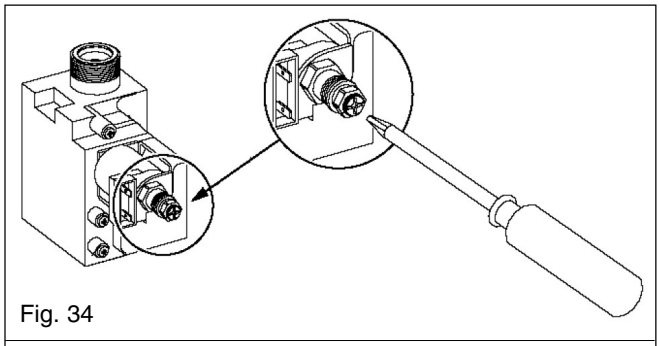

Fig. 34
7.3.2 SETTING THE MIMIMUM BURNER PRESSURE fig. 34